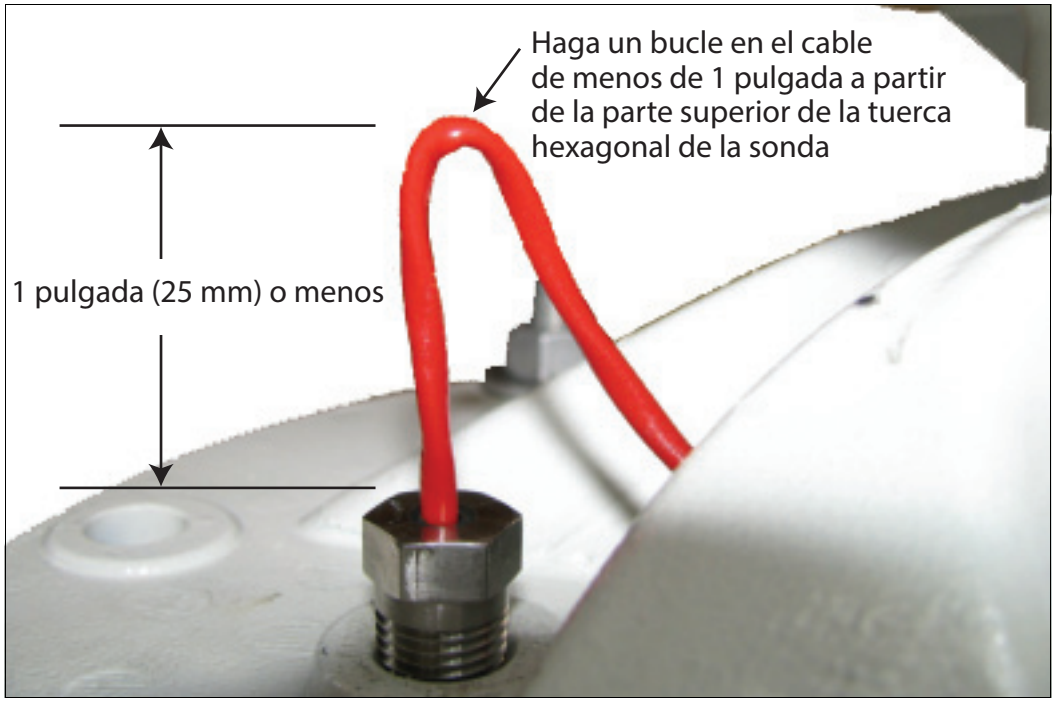

Figura 29. Preparación del cable de la sonda de temperatura para la tapa protectora
5. Instale la tapa de vinilo de la sonda de temperatura (ref. 514100-485) sobre el cable de la sonda de temperatura haciendo un pequeño doblez en el cable, no más de una pulgada encima de la tuerca hexagonal de la sonda (ver Figura 29).